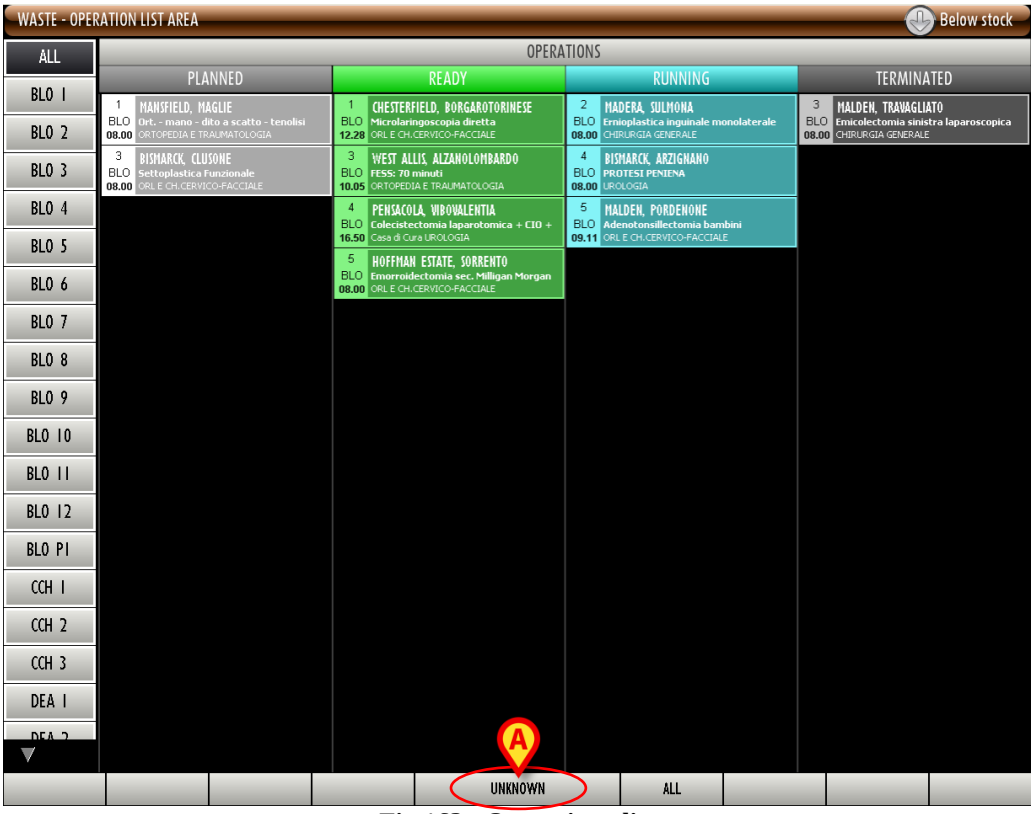

Fig 163 - Operation list
The “Operation list” screen opens (Fig 163):
- Click the **Unknown** button on the command bar (Fig 163 **A**).